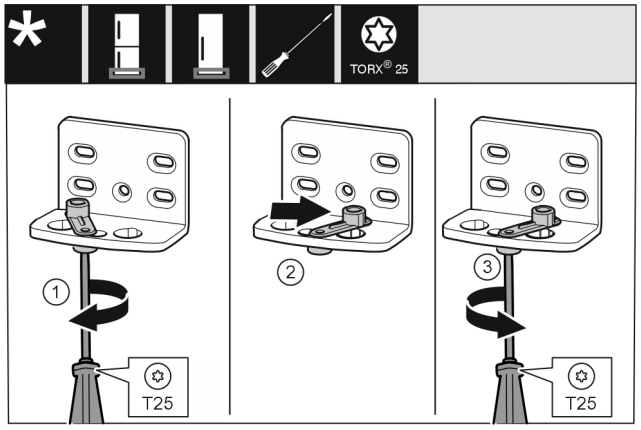

Fig. 23
▶ Βιδώστε πρόχειρα τη βίδα με κατσαβίδι T25. *Fig. 23 (1)*
▶ Ανασηκώστε το βοήθημα κλεισίματος πόρτας και περιστρέψτε 90° προς τα δεξιά στην τρύπα. *Fig. 23 (2)*
▶ Σφίξτε τη βίδα με κατσαβίδι T25. *Fig. 23 (3)*